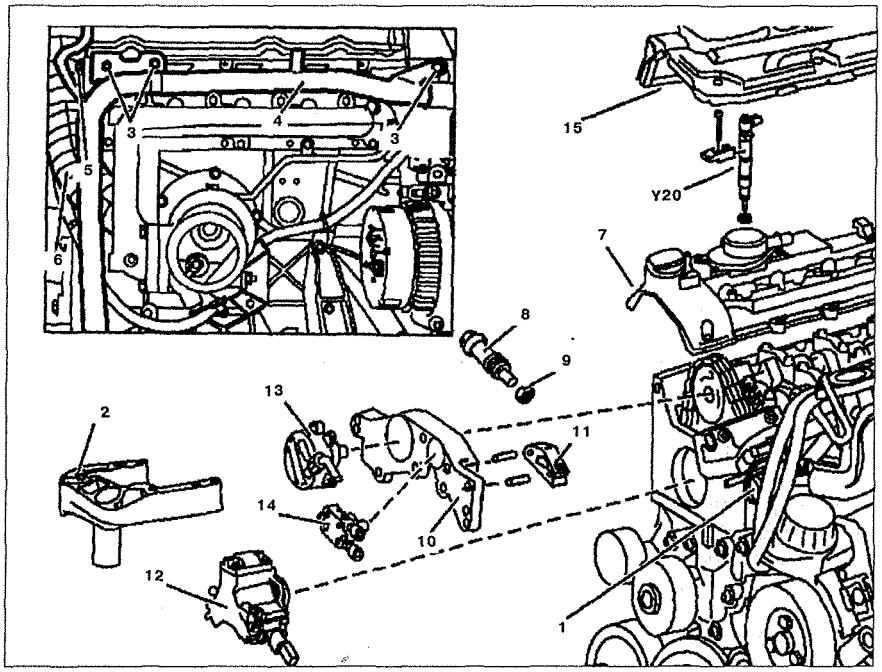

Рис. 5.25. Головка блока цилиндров:
3. Снимите форсунки **Y20** (см.рис. 5.25).